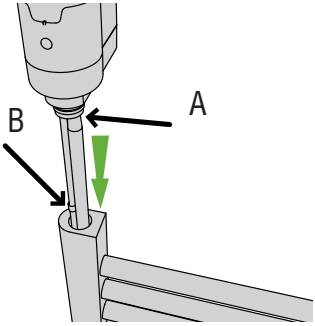

Fig. 5
3. Insert the tip of ATLANTIS heating element into the bottom hole of the towel rail as shown and make sure to select the female ½” GAS thread of the towel rail in the opposite vertical tube to where the 3 Bar valve is installed (Fig. 5).